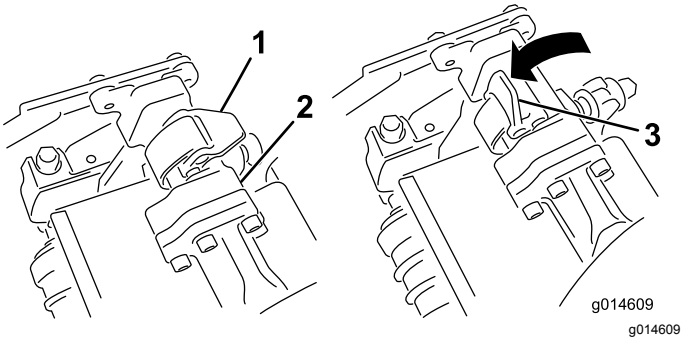
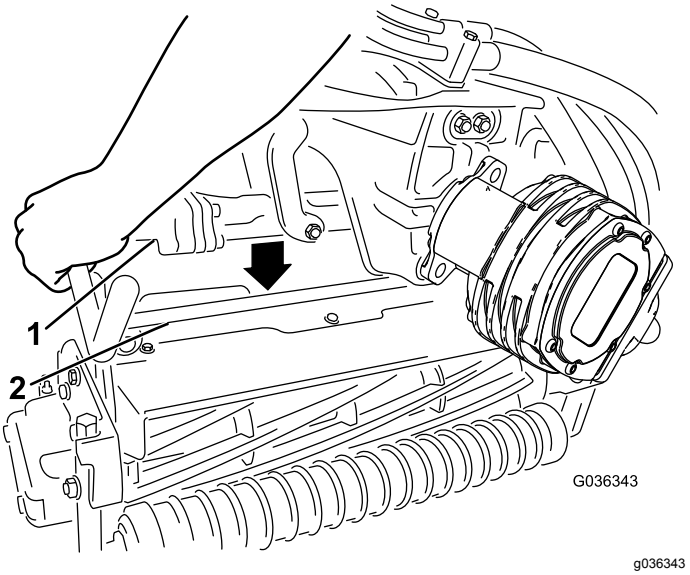

Figuur 53
Figuur 54
4. Zorg ervoor dat de vergrendelingen op de ophangarm omhoog wijzen (dus open staan) (Figuur 53), druk de ophangarm omlaag zodat de stang ervan over de stang aan de bovenkant van het maaidek valt (Figuur 54).
5. Sluit de vergrendelingen rond de stang van het maaidek en vergrendel ze (Figuur 53).
5. Open de vergrendelingen op de stang van de ophangarm van het maaidek dat u wilt verwijderen (Figuur 53).